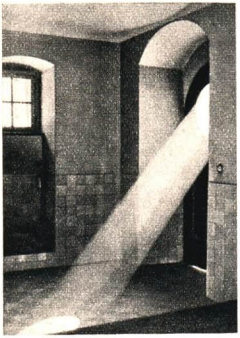

Abb. 2. Sonnenlicht fällt in einen halbdunklen Hausflur. Die beleuchteten Staubteilchen lassen die Geradlinigkeit der Lichtbahn erkennen.
2. Lichtstrahlen. Wir beobachten, wie die Sonne durch das Fenster in einen halbdunklen Raum scheint (Abb. 2). Alle Staub- und Rauchteilchen, die vom Licht getroffen werden, sind hell beleuchtet und kennzeichnen als einzelne Lichtpunkte